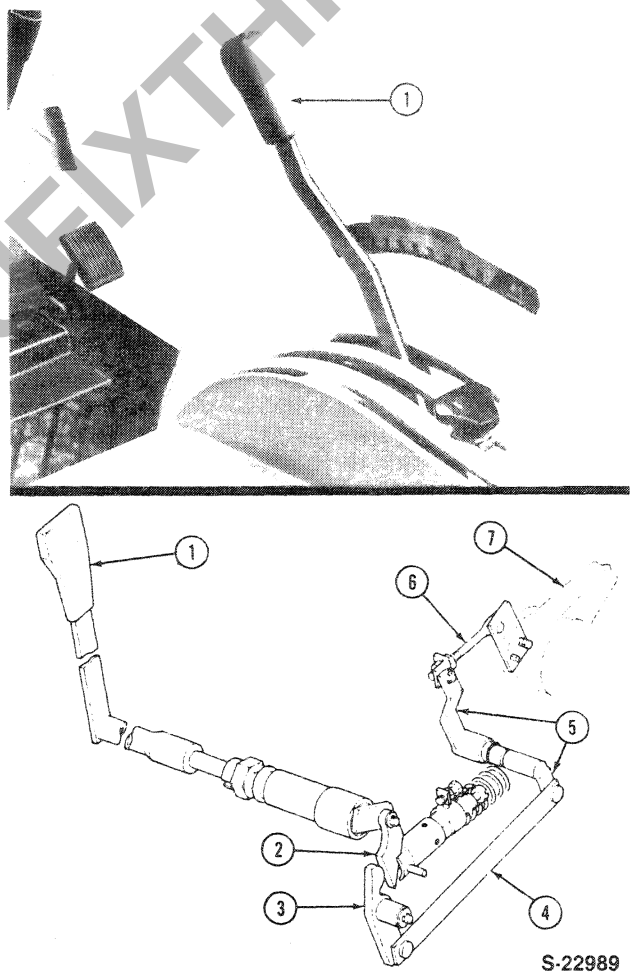

Figure 12
The single lever hydraulic system, Figure 12, consists of the single quadrant control lever (1), connected by internal linkage to the control valve spool and, when moved, determine a raise, lower, or neutral condition for the hydraulic system.